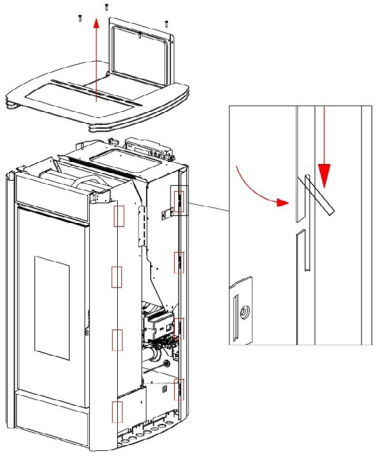

Fig. 26 - Biegen der kleinen Zungen nach außen
- Mit einem Finger die oberen, an den schwarzen Profilen befindlichen kleinen Zungen nach außen biegen (siehe **Fig. 26 auf S. 20**).